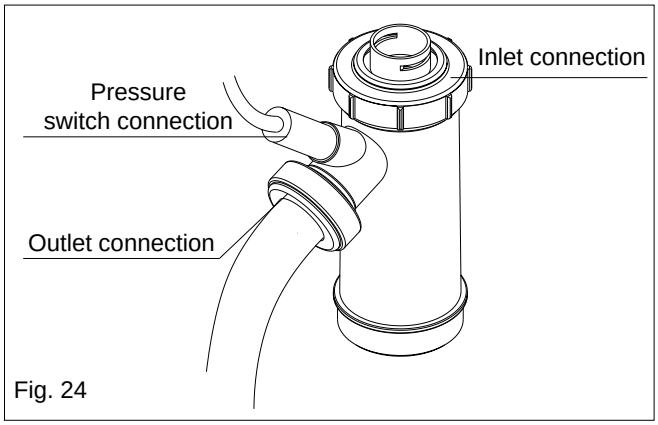

Fig. 24
6.17 CONDENSE TRAP (see fig. 24)